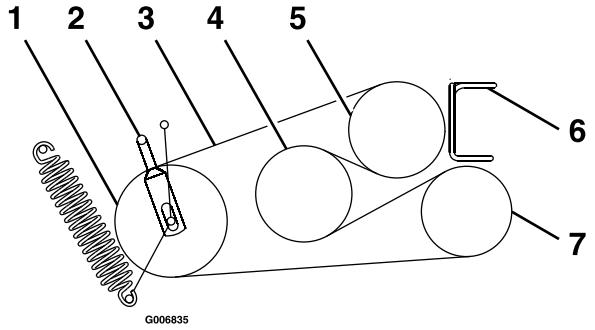

Bild 57
6. Lösen Sie die Riemenführungen **A** und **B** (Bild 57).
8. Verlegen Sie die neuen Riemen um die Riemenscheiben, wie in Bild 57 abgebildet.